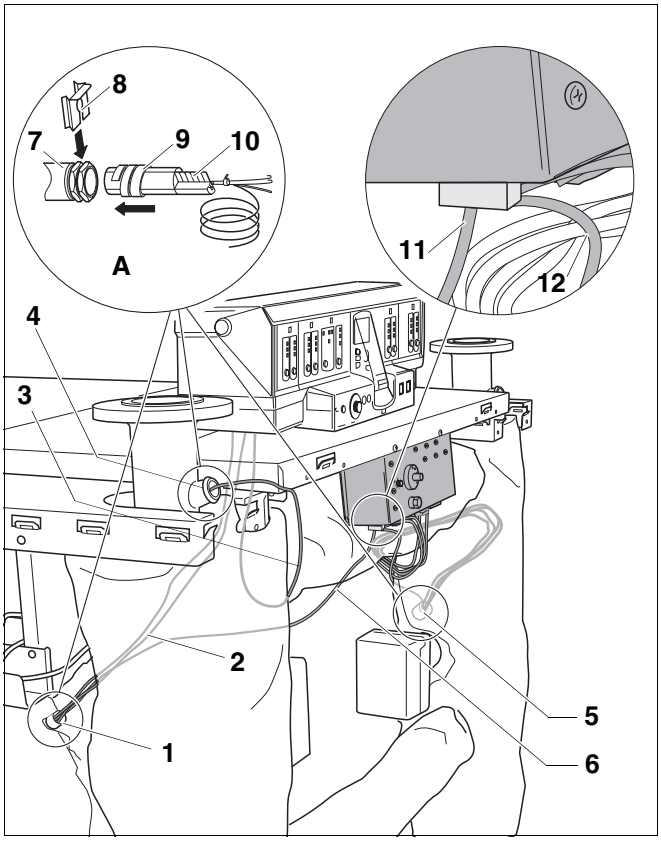
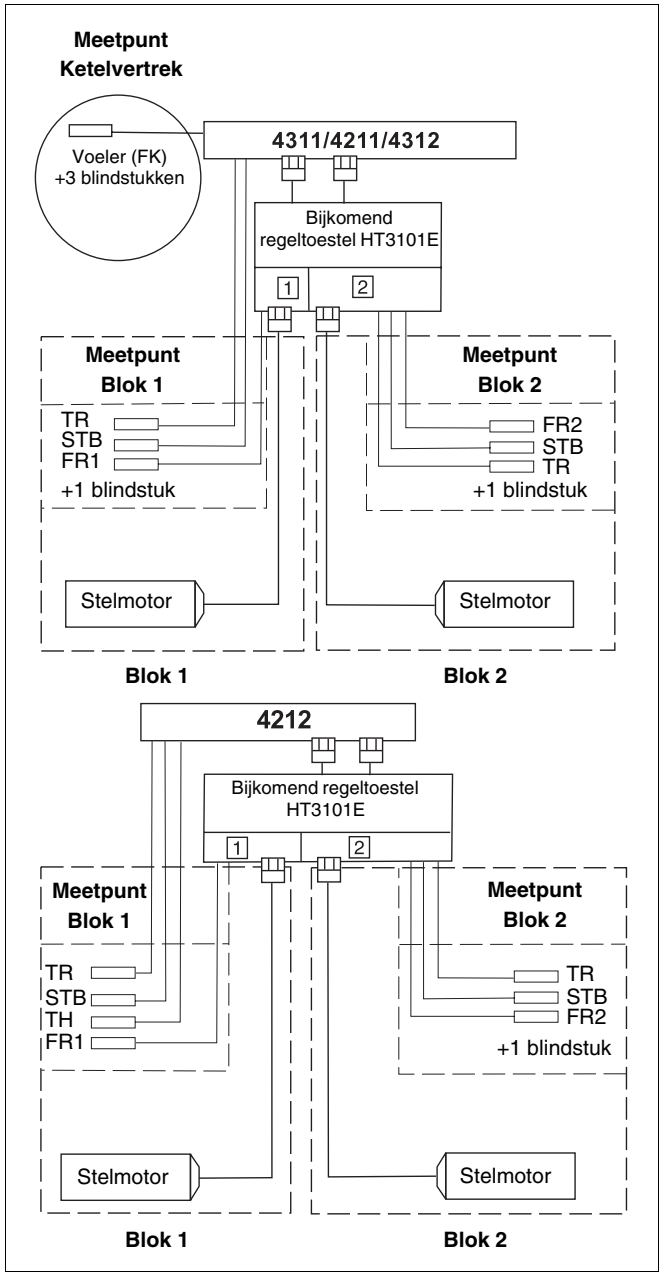

Afb. 64 Bijkomend regeltoestel HT3101E aansluiten
Afb. 65 Aansluitschema bijkomend regeltoestel
- De aansluitstekkers van de beide temperatuurvoelers FR1 en FR2 moeten ingestoken worden aan het bijkomend regeltoestel en mogen niet verwisseld worden (afb. 64, **pos. 11** en **pos. 12**).
- Voer de voelerleiding FK (afb. 64, **pos. 3**) van het regeltoestel Logamatic samen met de 3 blindstukken in de dompelhuls van het meetpunt van het ketelvertrek (afb. 64, **pos. 4**).
- Bundel de TR en STB (afb. 64, **pos. 2**) van het regeltoestel Logamatic en de voelerleiding FR1 (afb. 64, **pos. 6**) van het bijkomend regeltoestel samen met het blindstuk en de compensatieveer in uw hand.
- Voer het complete voelerpakket dan tot aan de aanslag in de dompelhuls van het meetpunt van ketelblok 1 (afb. 64, **pos. 1**).
- Voer het voelerpakket van het meetpunt van het 2e ketelblok (van het bijkomend regeltoestel) in de dompelhuls van het meetpunt van het 2e ketelblok (afb. 64, **pos. 5**).
Inbouw in de dompelhuls (afb. 64, **loep A**):
- Steek de temperatuurvoeler tot aan de aanslag in de dompelhuls (afb. 64, **pos. 7**, meetpunt).
- De kunststofspiraal (afb. 64, **pos. 9**) schuift daarbij automatisch terug. De compensatieveer (afb. 64, **pos. 10**) moet mee in de dompelhuls (afb. 64, **pos. 7**) geschoven worden.
- Druk de voelerzekering (afb. 64, **pos. 8**, leveringsomvang regeltoestel) langs de zijkant of langs de bovenkant op de kop van de dompelhuls.
- Controleer de aansluiting van het voelerpakket conform het bovenstaande aansluitschema van de afb. 65.
- Bij een regeling voor constante temperatuurregeling moet u het blindsstuk van het voelerpakket van de Logamatic 4212 vervangen door de voeler FR1 (die van het bijkomend regeltoestel komt). Dit voelerpakket moet u in de dompelhuls van het meetpunt van blok 1 invoeren (afb. 64, **pos. 1** en afb. 65)
- Voer het voelerpakket van het meetpunt van blok 2 (van het bijkomend regeltoestel) in de dompelhuls van het meetpunt van blok 2 (afb. 64, **pos. 5**).
- Controleer de aansluiting van de voelerpakketten conform het onderstaande aansluitschema van de afb. 65.